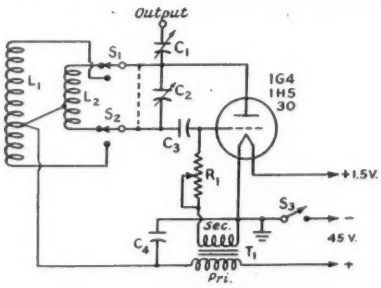

Fig. 3 — A battery-powered signal generator for 450 and 1500 kc.
Fig. 3 — **Development of the "space line" from a parallel-conductor transmission line. The two-wire line (A) has a characteristic impedance, Z_O, depending on size and spacing of conductors and properties of intervening dielectric. For maximum power transfer from source to line, Z_I and Z_O must be matched. This is accomplished by a coupling line (matching section).**
Here at our ATC Headquarters, I do the radio servicing work for our Special Service section as well as the majority of the work on the fellows' personal radio sets. I needed a small signal generator and tried out one originally designed by P. W. Winsford, G4DC. After slight modifications the circuit now appears as shown in Fig. 3. The location of the taps on the coils